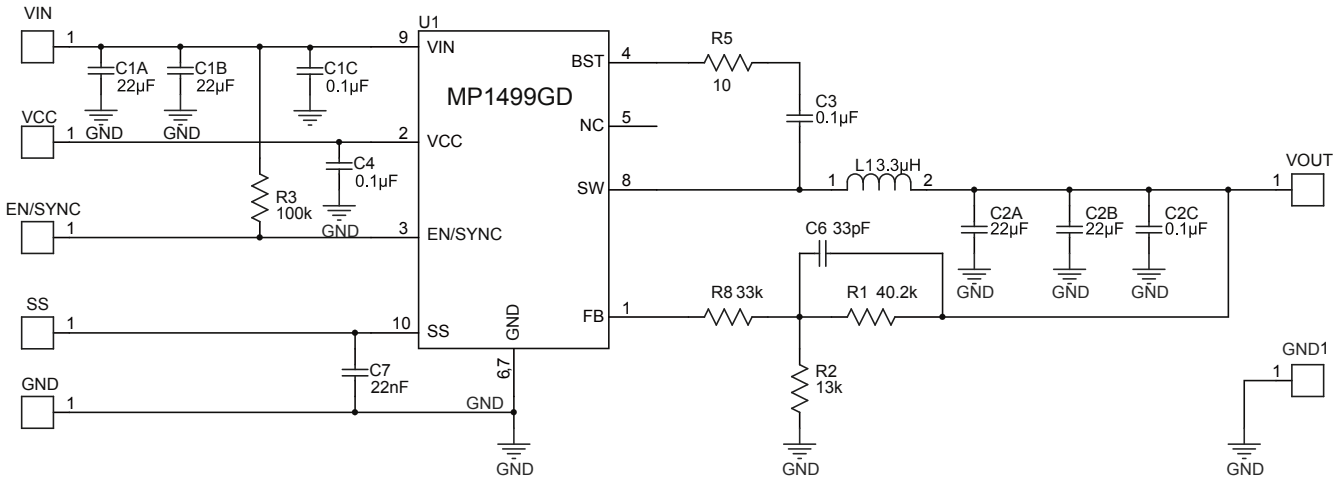

Figure 9—12V Input-3.3V/5A Peak Output
8) The recommended layout is based on the Figure 9 Typical Application circuit on the next page.
The detailed application schematic is shown in Figure 9. The typical performance and circuit waveforms have been shown in the Typical Performance Characteristics section. For more device applications, please refer to the related Evaluation Board Datasheets.